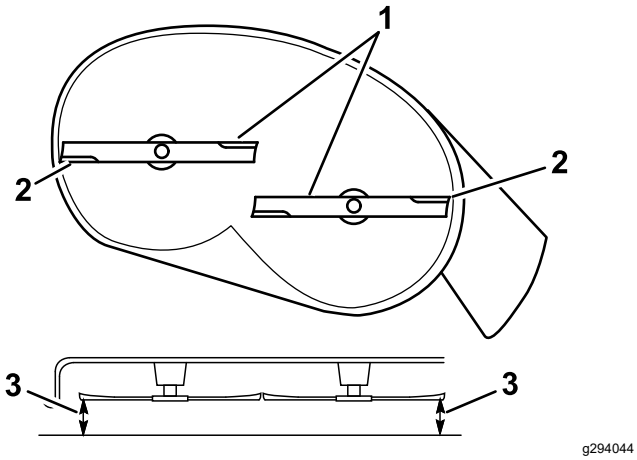
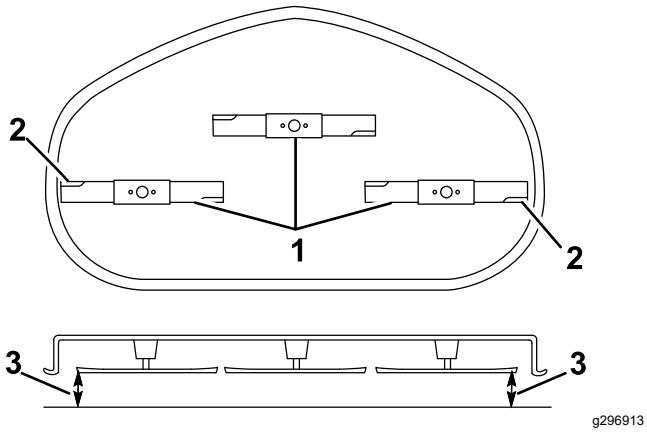

Figura 67
Figura 68
5. Meça entre as extremidades de corte exteriores e a superfície plana (Figura 67 e Figura 68).